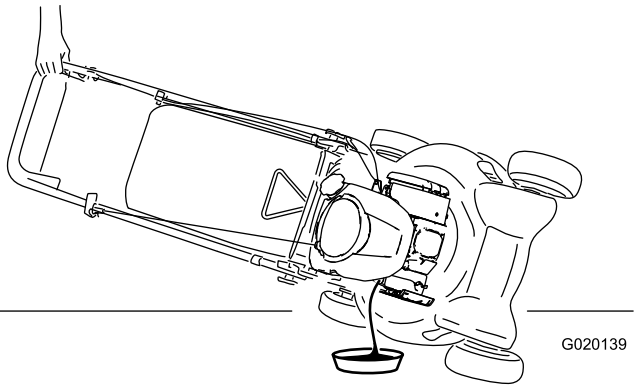

Figur 21
5. Ta bort oljestickan och tappa ur den använda oljan i uppsamlingstråget (Figur 21).